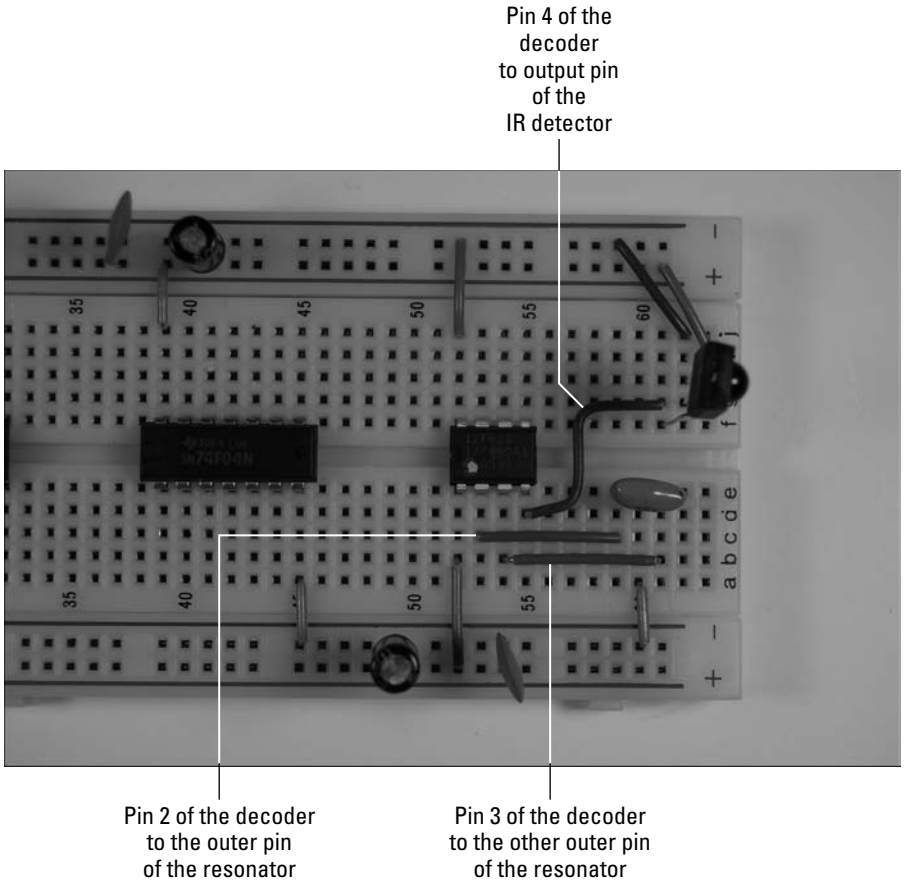

Figure 11-30: Insert wires between pins on the decoder, resonator, and IR detector.
7. **Insert wires to connect the decoder IC, resonator, and IR detector, as shown in Figure 11-30.**